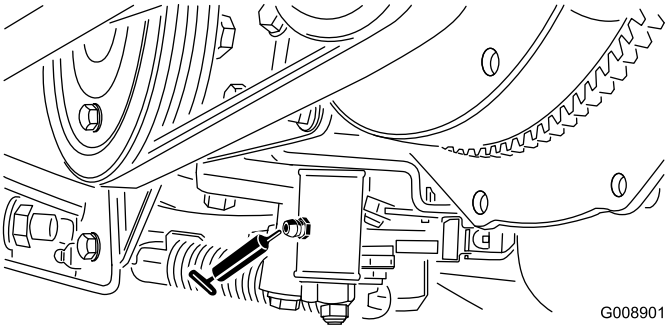

Figur 54
- Neutraljusteringsmekanismen (Figur 54)